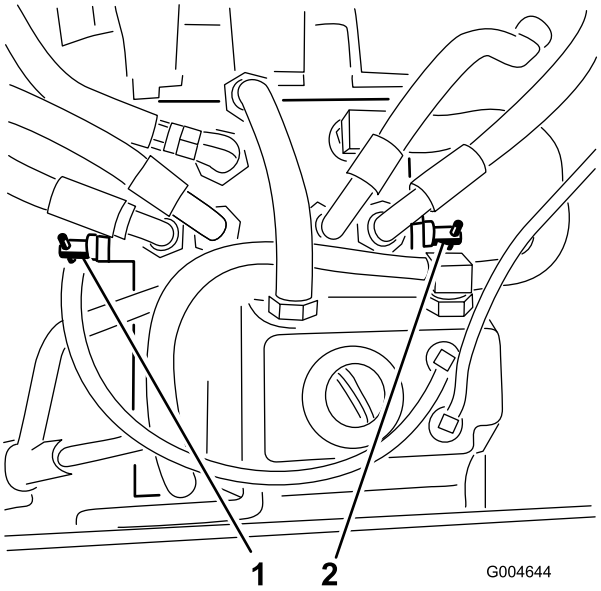

Figur 28
3. Drei hver omløpsventil mot klokken én omdreining (Figur 28).
Drei hver omløpsventil med urviseren én omdreining, og fest dem for hånd (Figur 28).